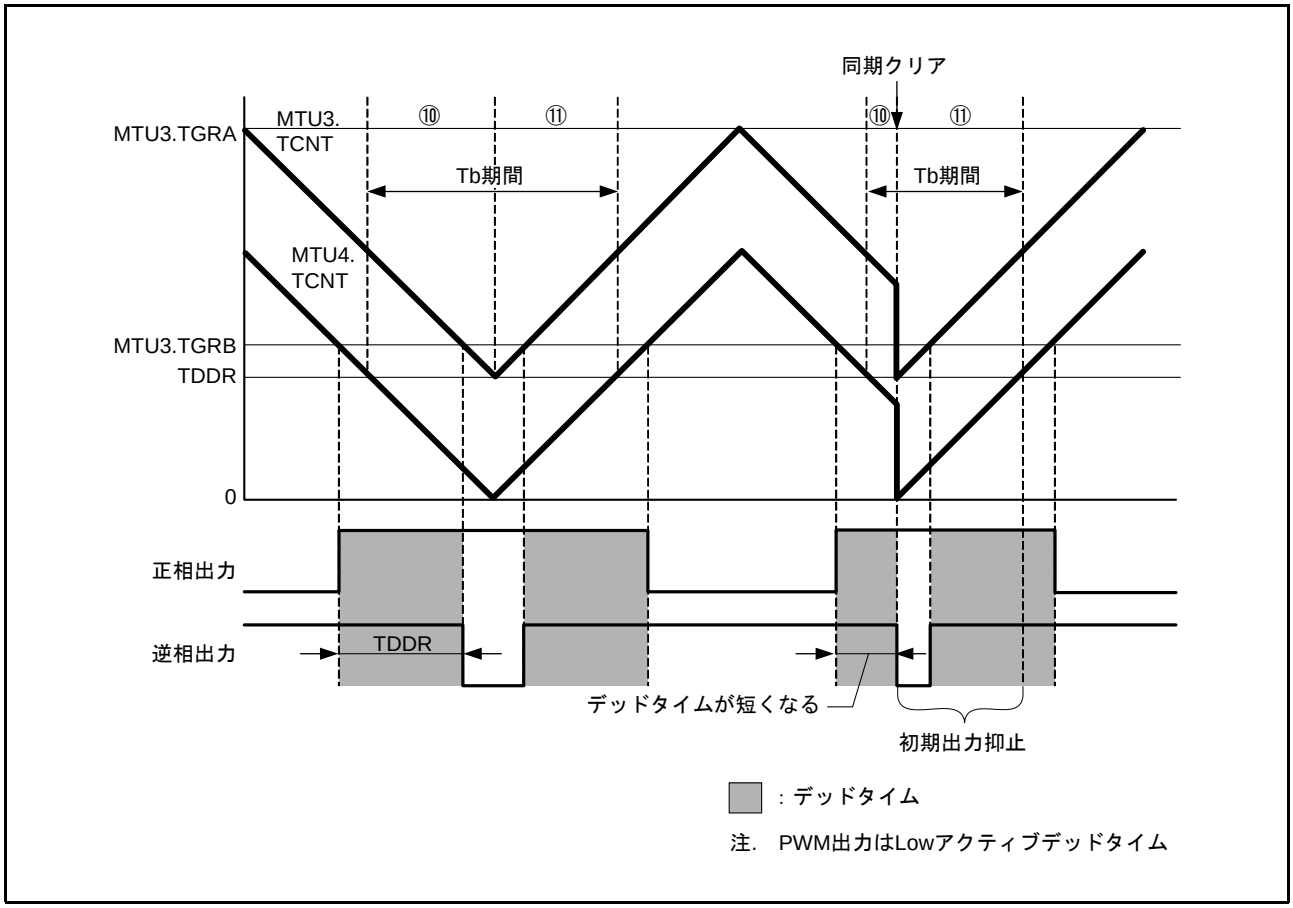

図 18.123　同期クリア例（条件 1 の場合）
条件 1：初期出力の抑止期間⑩にて、PWM 出力がデッドタイム期間中に同期クリアした場合（図 18.123 参照）。